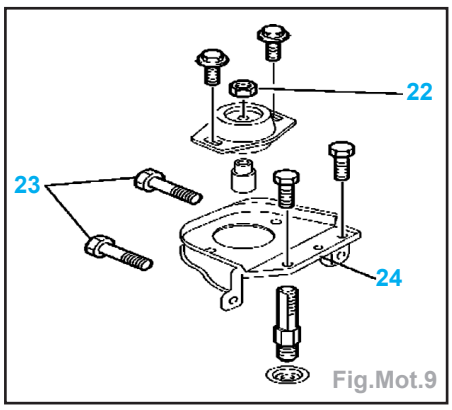
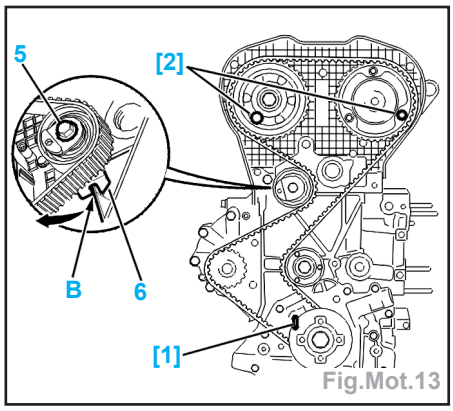

Fig.Mot.9
Fig.Mot.13
- Déposer (Fig.Mot.9) :
- l'écrou (22),
- les vis (23),
- le support (24),
- l'écrou frein du support moteur gauche (côté boîte de vitesses) (Fig.Mot.9).
- Déposer le carter supérieur de distribution (3) par le haut.
- Déposer le carter inférieur de distribution (4) par le bas, en prenant soin de ne pas le détériorer.
- Piger (Fig.Mot.13) :
- Serrer la vis (5) (Fig.Mot.13) en maintenant le galet à l'aide de l'empreinte hexagonale (E) à 2 daN.m.